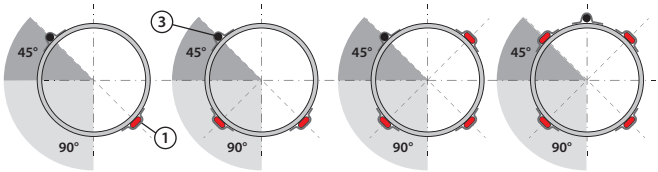

Рис. 2
5. Прямые линии и датчик должны быть установлены, как показано на рис. 2. Витые линии прикрепляют с помощью алюминиевой ленты, как показано на рисунке, через каждый приблизительно 1 м трубы.